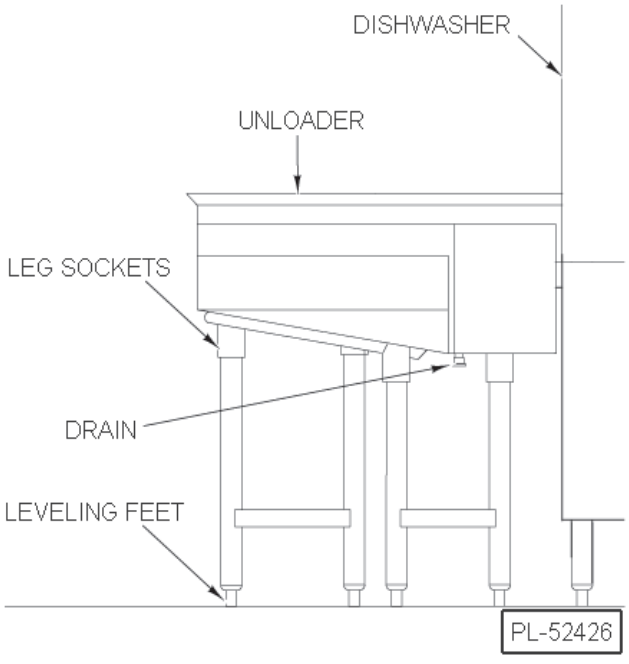

Fig. 1
- Loosen set screw in each leg socket underneath the unloader (Fig. 1).
The drain fitting (1 1/2" NPT internal threads) underneath the Unloader (Fig.1) should be properly connected to a suitable drain.